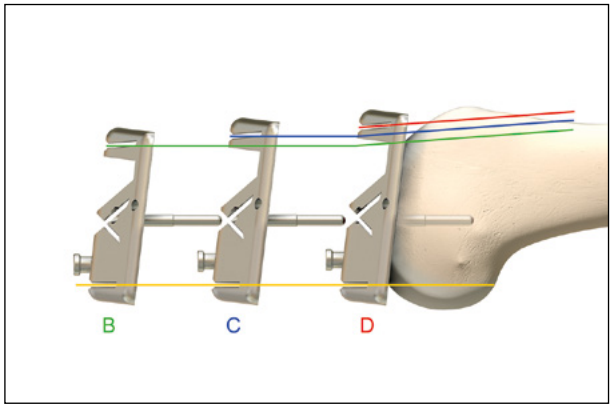

Fig. 18 Ajuste del tamaño femoral cambiando el bloque de corte
*Los **incrementos anteroposteriores** de los componentes femorales balanSys son de **3 mm**. La distancia entre el corte posterior y la fijación con pin es siempre la misma en todos los bloques de corte, de modo que el espacio en flexión es constante entre los tamaños (fig. 18).*